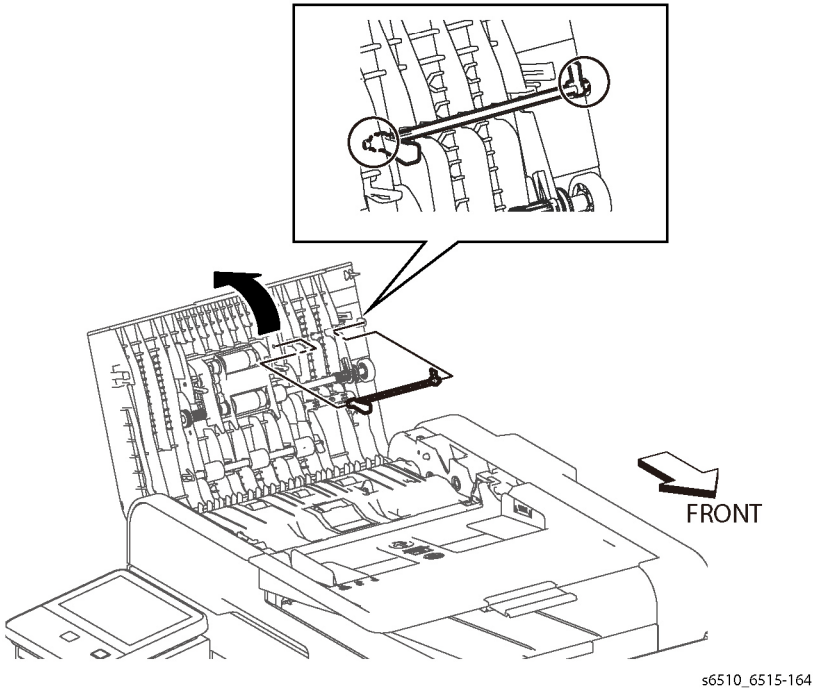

Figure 1 Remove the DADF Actuator
1. Refer to Figure 1 to open the DADF Upper Feeder Assembly.